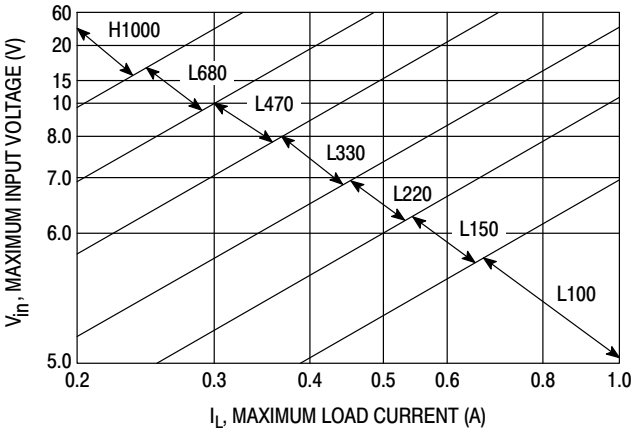

Figure 17. LM2575−3.3
4. Inductor Selection (L1) **A.** According to the required working conditions, select the correct inductor value using the selection guide from Figures 17 to 21. **B.** From the appropriate inductor selection guide, identify the inductance region intersected by the Maximum Input Voltage line and the Maximum Load Current line. Each region is identified by an inductance value and an inductor code. **C.** Select an appropriate inductor from the several different manufacturers part numbers listed in Table 1 or Table 2. When using Table 2 for selecting the right inductor the designer must realize that the inductor current rating must be higher than the maximum peak current flowing through the inductor. This maximum peak current can be calculated as follows: $I_{p(max)} = I_{Load(max)} + \frac{(V_{in} - V_{out}) t_{on}}{2L}$ where t_{on} is the "on" time of the power switch and $t_{on} = \frac{V_{out}}{V_{in}} \times \frac{1}{f_{osc}}$ For additional information about the inductor, see the inductor section in the "External Components" section of this data sheet.	**4. Inductor Selection (L1)** **A.** Use the inductor selection guide shown in Figures 17 to 21. **B.** From the selection guide, the inductance area intersected by the 20 V line and 0.8 A line is L330. **C.** Inductor value required is 330 μH. From the Table 1 or Table 2, choose an inductor from any of the listed manufacturers.